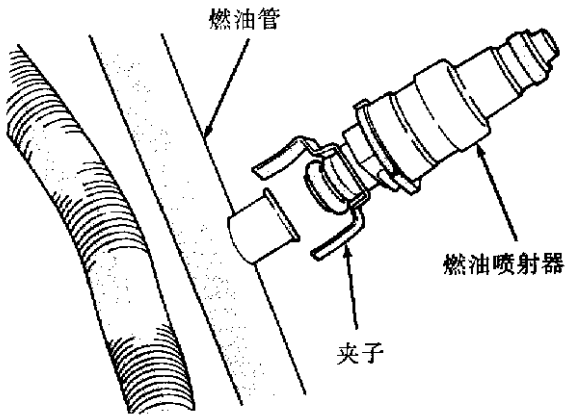

图 4－54　维修时燃油喷射器
③转动喷油器并将喷油器拉出燃油管，夹子仍留在喷油器上。
④检查喷油器 O 形环是否损坏。如果 O 形环损坏，必须更换新的。如果喷油器是再使用的，则必须在喷油器插销上装一个保护盖以防止损坏。如果喷油器夹子损坏，则更换之。
⑤其余的喷油器拆卸，重复上述步骤。
①在安装喷油器前，先用一滴干净的机油润滑橡胶 O 形环。
②通过滑动末端开口到喷油器上面开槽来安装喷油器夹子。接收杯的边缘滑到夹子侧面的开槽(图 4－54)。
③将喷油器上面末端装入燃油管接收盖，注意不要损坏 O 形环(图 4－54)。
④其余喷油器的安装，重复上述步骤。
⑤连接燃油喷射器电线。